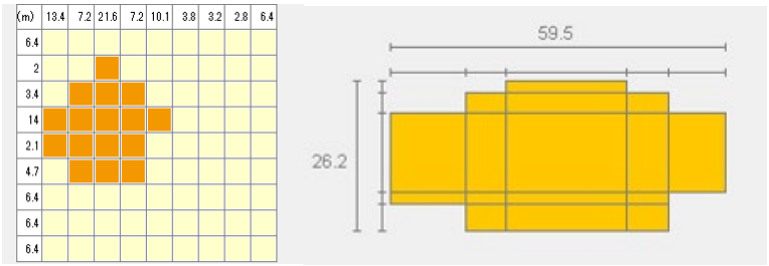

図 1.3.2.3 曲面を有する外壁の入力手順②
③ 図 1.3.2.2 の図面に示す線(★2)を図 1.3.1.8(左)に補助線として追加します。
④ ⊿にしたいセルは 1 つに結合した後に三角形に変形します。※⊿は外壁のみ対応出来ます。内壁を斜めにすることは出来ません。